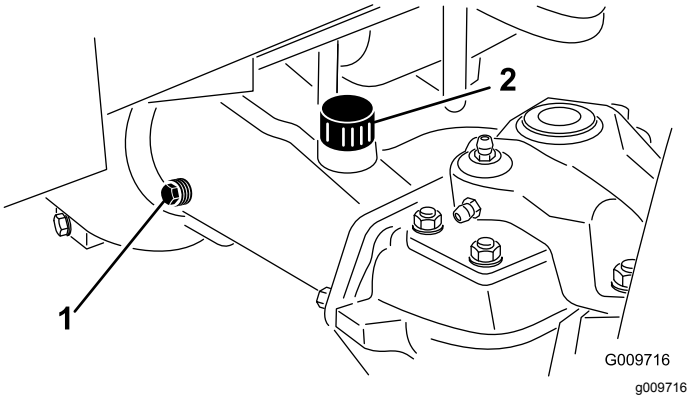

**Figur 74**
2. Ta bort en kontrollplugg från axelns ena sida (Figur 74) och se till att oljan når upp till botten av hålet.
3. Ta bort påfyllningspluggen om nivån är låg (Figur 74), och tillsätt tillräckligt med olja så att nivån når botten av kontrollhålet.